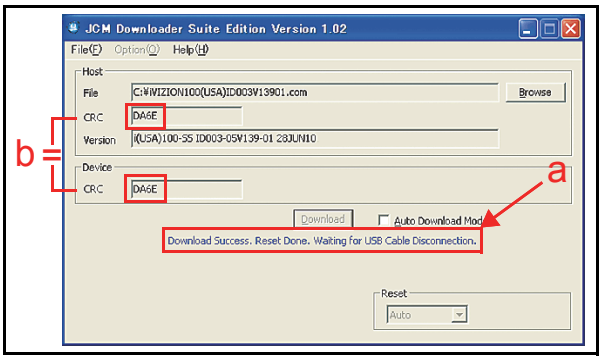

Figure 6-29 Download Completed Screen 2
10. When the download is complete, the "Download Success. Reset Done. Waiting for USB Cable Disconnection." Blue Text Line will appear (See Figure 6-29 a).
11. Confirm that the Host's Checksum and the Device Checksums identically match each other (See Figure 6-29 b).